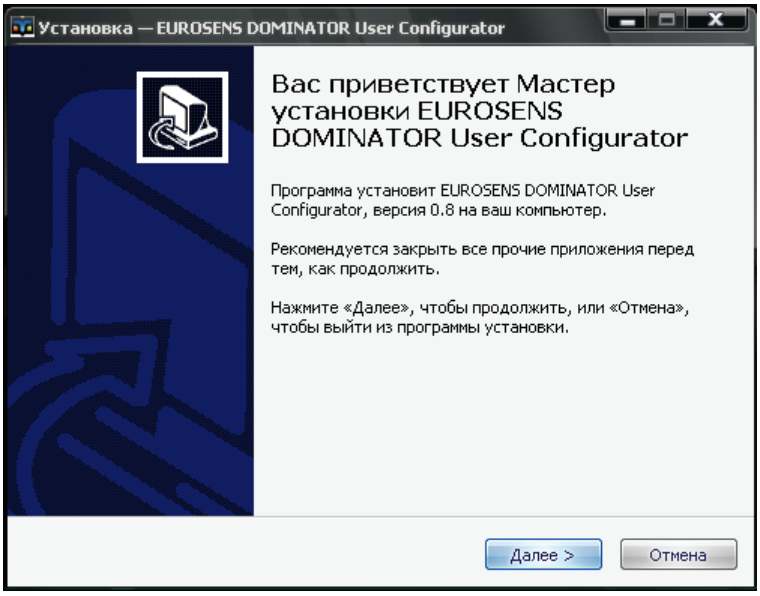

Рис.8
9) в окне (рис.8) установки непосредственно самой программы "EUROSENS Dominator User Конфигуратор" нажать кнопку "Далее":